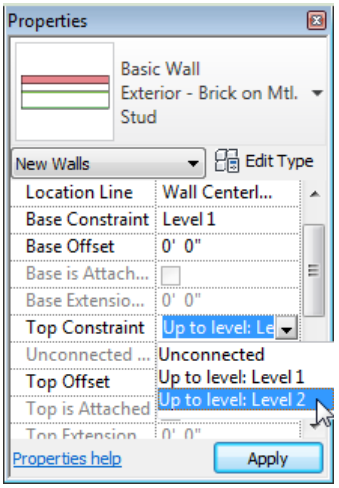

***Figure 3-30** Setting the **Top Constraint** parameter using the **Properties** palette*
d. Modify **Top Constraint**- **Up to level: Level 2** and **Location Line** - **Wall Centerline** as wall properties using the **Properties** palette, refer to Figure 3-30.
1. In the **Properties** palette, ensure that the **Location Line** parameter has **Wall Centerline** as the default value. Click on the column adjacent to the **Top Constraint** instance parameter; a drop-down list is displayed. Select **Up to level: Level 2** from this drop-down list, and choose the **Apply** button, as shown in Figure 3-30.